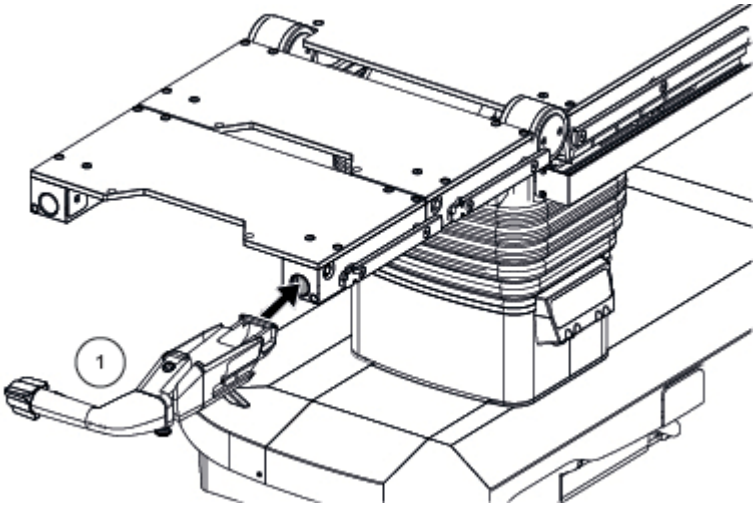

Abbildung 6-1. Einsetzen des Griffs für motorisierten Transport
1. Setzen Sie den Griff für motorisierten Transport (1) in die Schiene und achten Sie darauf, dass der Klemmhebel geöffnet bleibt. Siehe *Abbildung 6-1*.